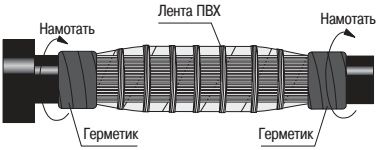

Рисунок 13
4.21 З крепить проволоки экр н н муфте б нд жом из ленты ПВХ (рисунок 13).
4.22 Обезжирить н ружную оболочку к беля и н мот ть 3–4 витк ленты герметик у срез оболочки (рисунок 13).